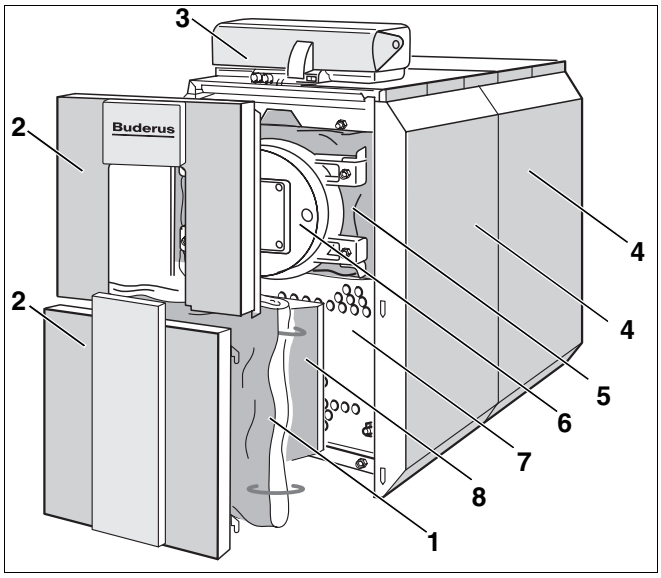

Fig. 1 Caldera especial a gas Logano plus SB615
Los componentes principales de la caldera especial a gas Logano plus SB615 (fig. 1) son:
– Bloque de caldera (fig. 1, **pos. 7**) con aislamiento térmico (fig. 1, **pos. 1** y **5**) y puerta del quemador (fig. 1, **pos. 6**).
– Envolvente de la caldera (fig. 1, **pos. 4**), aislamiento térmico (fig. 1, **pos. 1** y **5**) y paredes delanteras de la caldera (fig. 1, **pos. 2**).
– Aparato regulador (fig. 1, **pos. 3**).